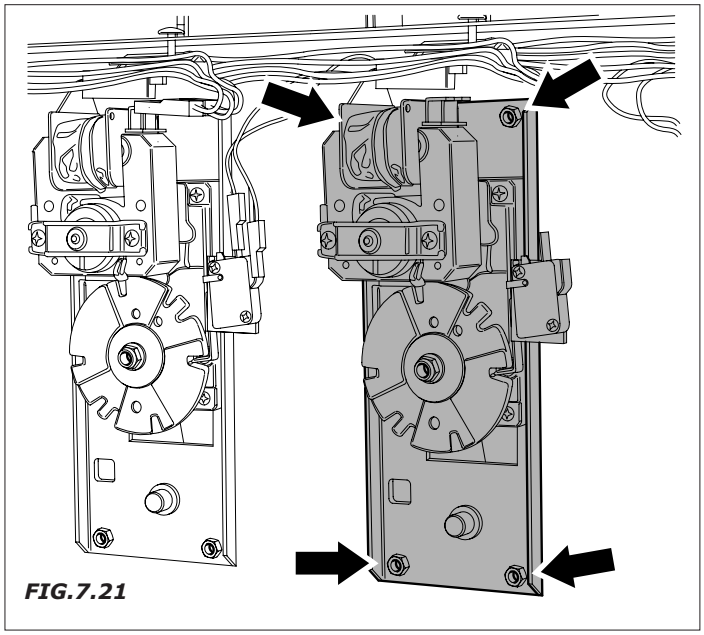

FIG.7.21
- Destornillen los cuatro tornillos de sujeción de la brida (fig. 7.21) y extraigan el grupo completo. Luego sustituyan el eje.